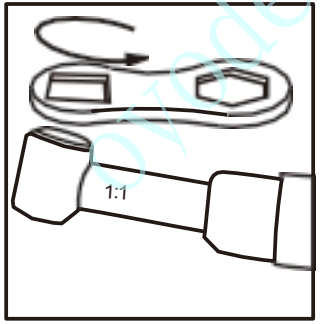

Fig. 15.2
② Gebruik de bijgeleverde sleutel om de dop te verwijderen [Fig. 15.2].
③ Gebruik de boor om de cartridge eruit te duwen.
④ Plaats de nieuwe cartridge in de kop van het handstuk en zorg ervoor dat het kleine uitstekende deel in lijn ligt met de groef aan de voorkant van de kop, om een goede pasvorm te garanderen.